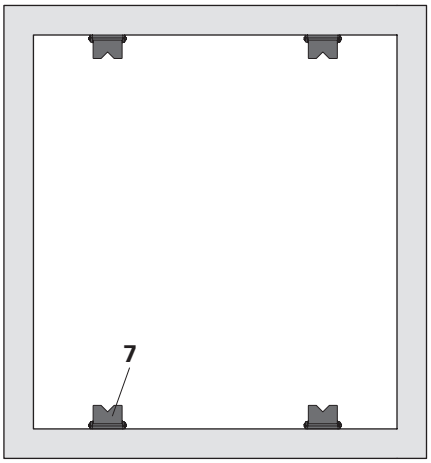

Abb. A1.03
- Klappkonsole (**7**) nur bei geschlossenen Schächten verwenden (Abb. A1.03).